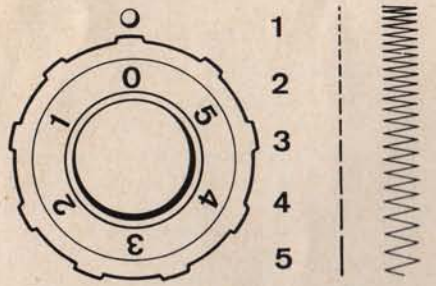

Abb. 15
12. Stichlängen-Einstellung (Abb. 15)